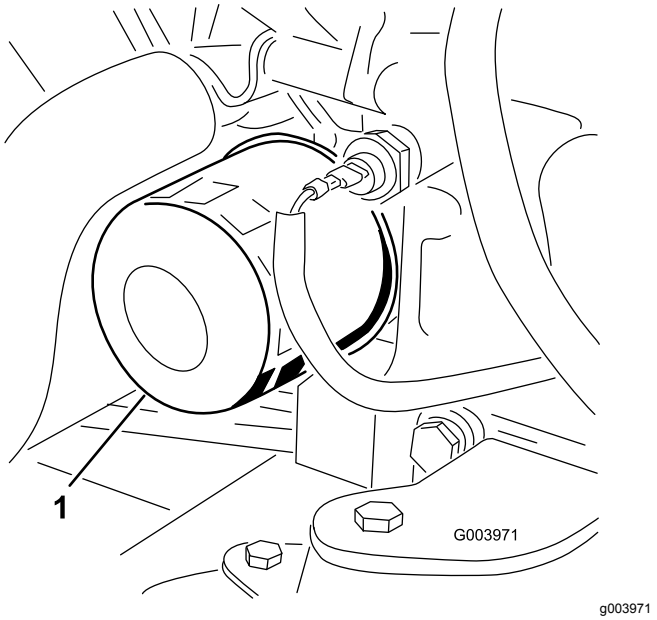

Figur 51
3. Ta av oljefilteret (Figur 51).